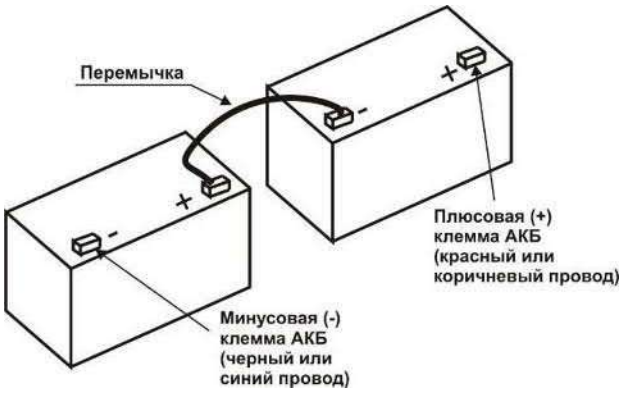

Рис.7 Соединение двух 12В АКБ.
2) Установите входящую в комплект поставки перемычку как показано на Рис.7.